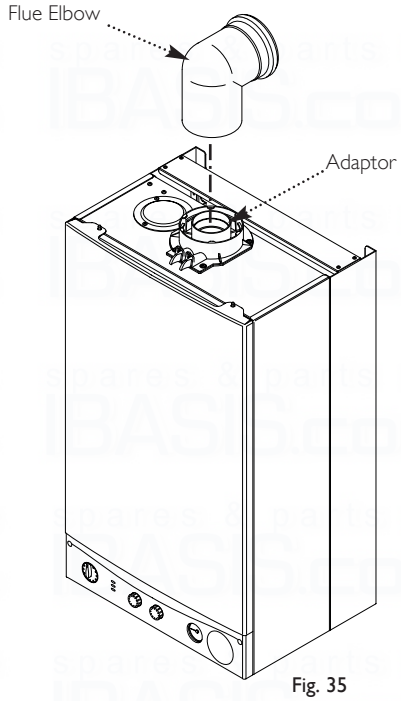

Fig. 35
2. Locate the flue elbow on the adaptor at the top of the boiler. Set the elbow to the required orientation (Fig. 35).